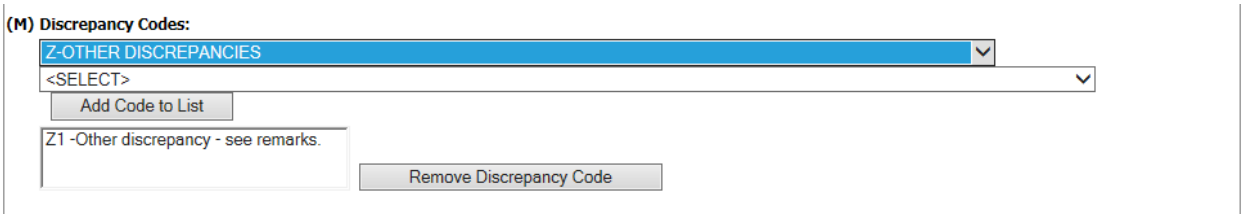

Figure 3.11
i. Select a desired code category from the drop-down box and a secondary selection box displays (Figure 3.11). Select the desired qualifier from this list.